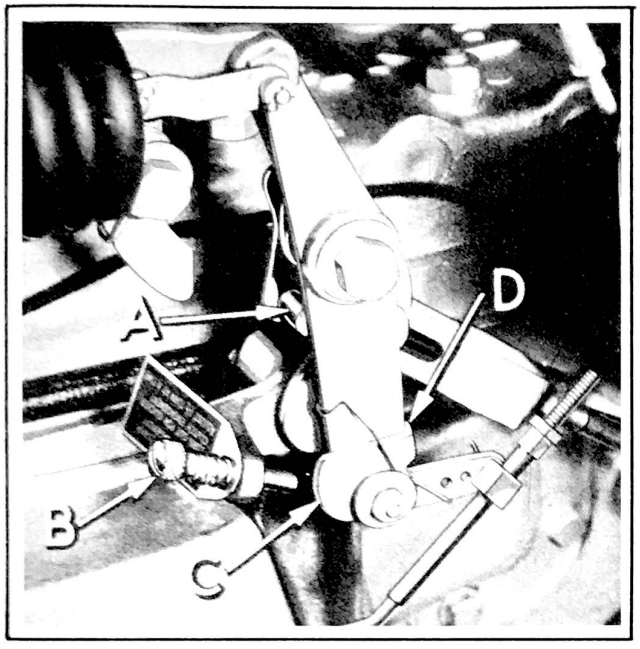

Figure 203 - Finding Cushion Point
Swing the compensator (A, Fig. 203), to the rear and turn the cushion point stop screw (B) clockwise (in) until it meets the cam (C). Shift transmission gears into low and hold cam (C) against the stop screw (B) by pressing forward at point (D).